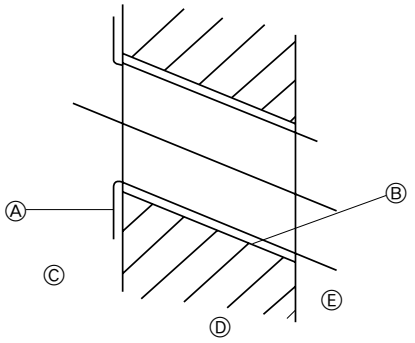

Fig. 3-2
2) Die Löcher für die Rohrleitung bohren (Fig. 3-2)